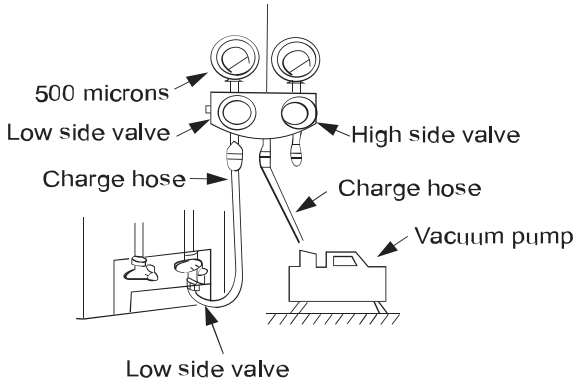

Fig. 7 —Manifold
1. Completely tighten flare nuts. Connect the manifold gage charge hose to a charge port of the low side service valve (see Fig. 7).